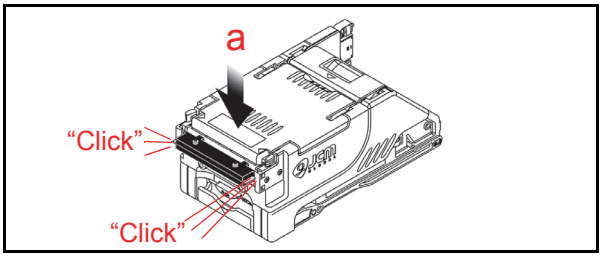

Figure 6-33 Reference Paper Setting 2
3. Firmly close the Upper Guide (See Figure 6-33 a) until it "clicks" into place, and ensure that both sides are tightly closed and locked in place.